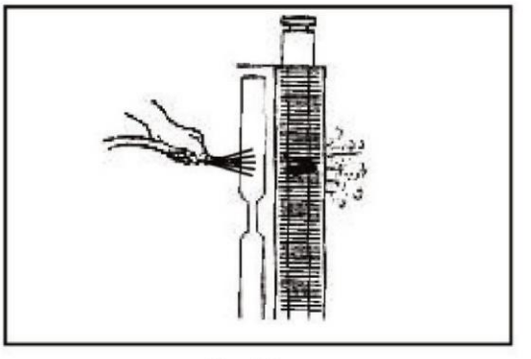

Fig. 5.6c
5.6.3 Rengøring af radiatorfinner (fig. 5.6c)